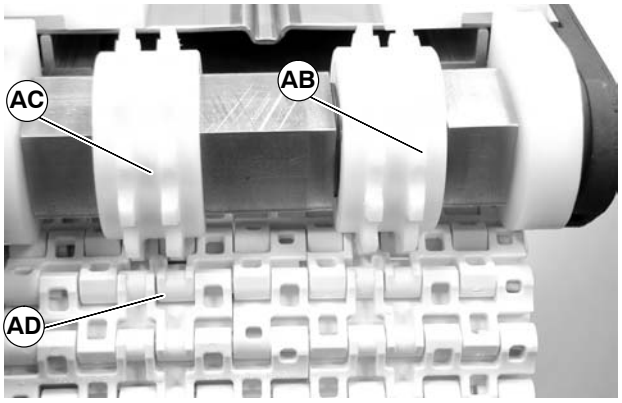

Figure 12
2. For 438mm wide and 591mm wide belts, align the belt to the retained center sprocket(AB of Figure 12) on the drive end of the conveyor.
4. Aligning free moving sprocket(s)(AC of figure 12) to the drive pocket(s)(AD). Wrap belt around sprockets and pull towards idler end.